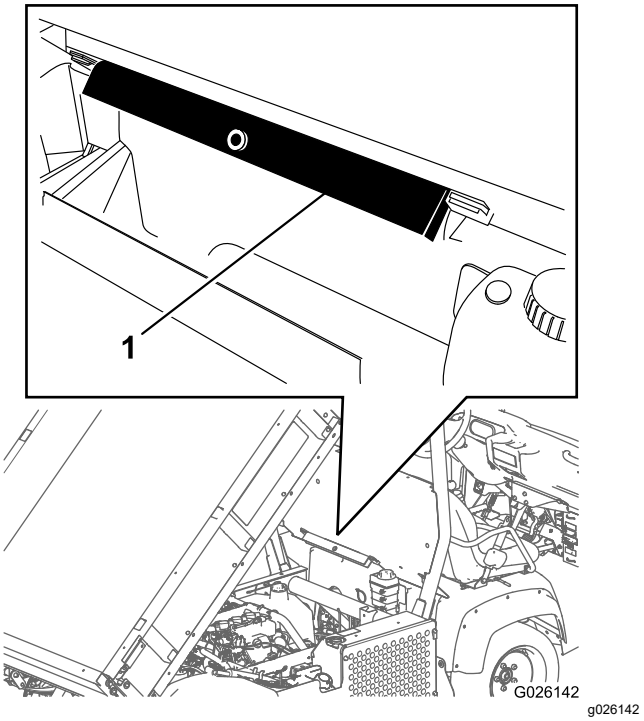

Figur 32
2. Ta loss flakstödet från förvaringsfästena baktill på vältskyddspanelen (Figur 32).